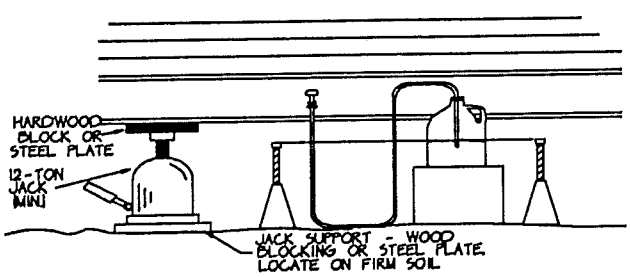

FIGURE 9
7. The water level previously referred to is now positioned at a height whereby the level of the water inside the reservoir is exactly at the height the bottom of the steel frame will be in its final position. (See Figure 9)